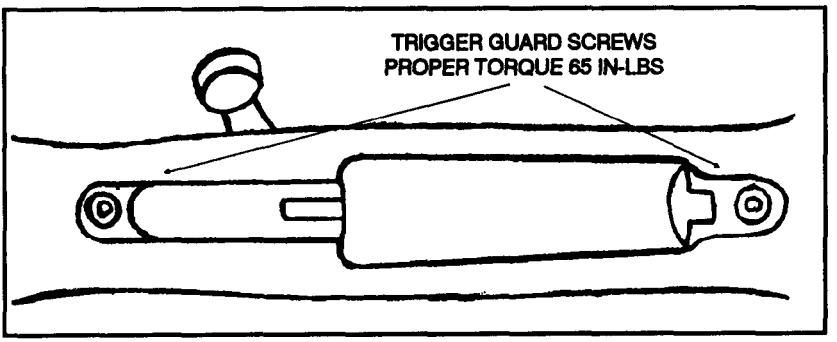

Figure 2-15. Trigger guard screws.
e. Loosen the front and rear trigger guard screws (Figure 2-15).